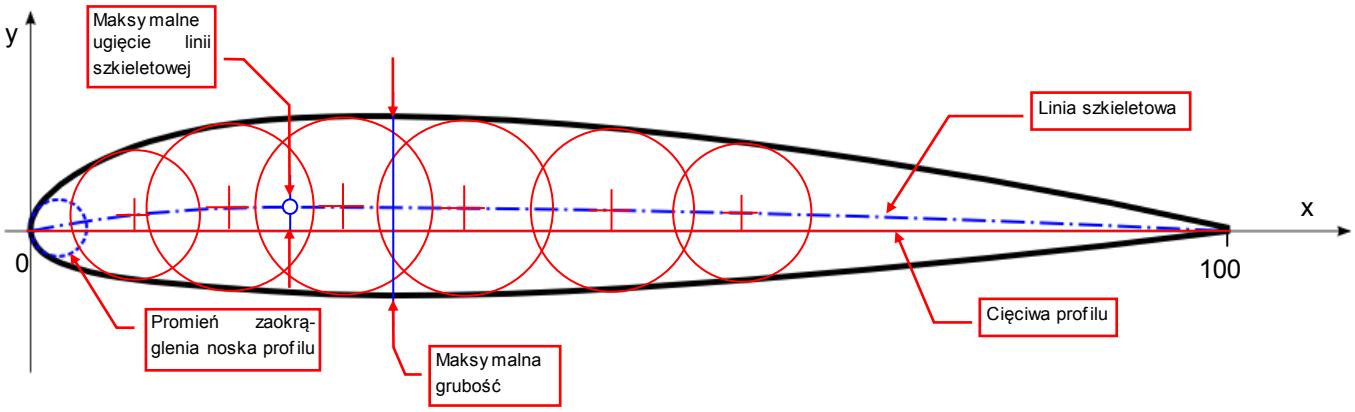

Rysunek 6.2.1 Geometria profilu lotniczego
Profil płata jest odwzorowywany w lotnictwie bardzo dokładnie — nawet nieznaczne różnice kształtu mogą w znaczny sposób zmienić np. charakterystyki przeciągnięcia. Rysunek 6.2.1 wyjaśnia podstawowe pojęcia, używane w opisie geometrii profili lotniczych:
Prosty odcinek, łączący nos z krawędzią spływu nazywamy **cięciwą**. Drugą linią charakterystyczną jest **szkieletowa**. Punkty tej linii leżą w równej odległości od górnej i dolnej krawędzi profilu. Można ją sobie wyobrazić jako linię przechodzącą przez środki okręgów, wpisanych w obrys profilu (Rysunek 6.2.1).
- punkt maksymalnego ugięcia linii szkieletowej (Rysunek 6.2.1).